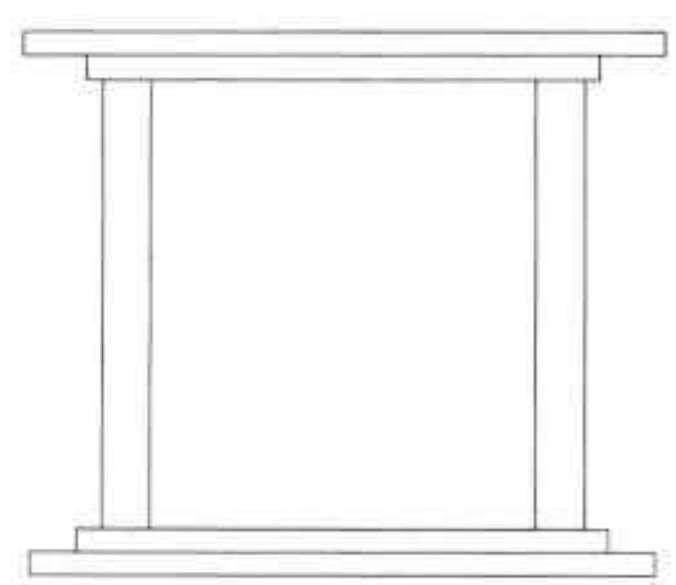

图20-16 修剪图形
Step 04 执行“修剪”命令，对偏移后的图形进行修剪，如图 20-16 所示。